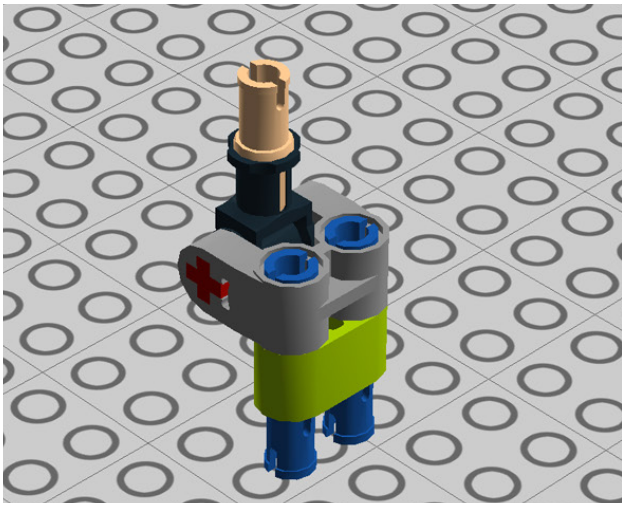

Figure 1-24. *Step 20: Sliding the beam on*
20. Slide a 2M beam onto the pegs as shown in Figure 1-24.